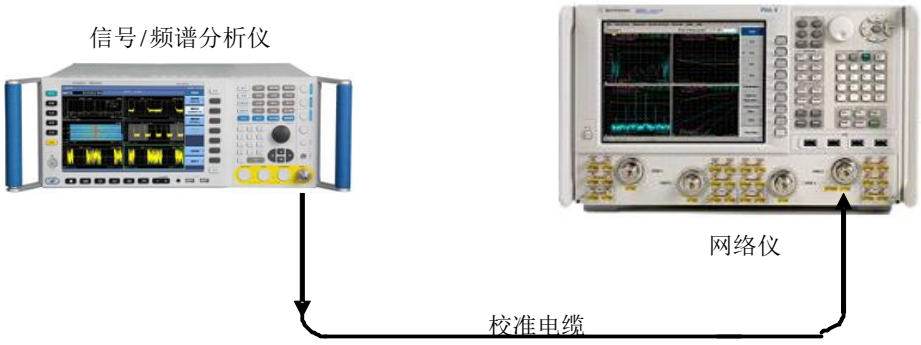

图8.12 输入端口电压驻波比测试示意图
4) 完成校准之后，从校准电缆上取下校准件，将测试电缆端口接 4051 的输入端口，如图 8.12 所示。